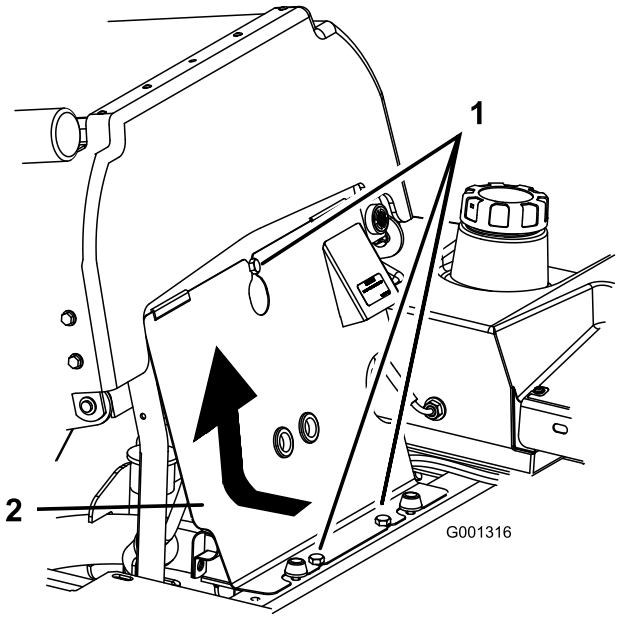

**Figuur 32**
1. Kantel de stoel naar voren, draai de bouten los en verwijder het frontpaneel van de motor (Figuur 32).